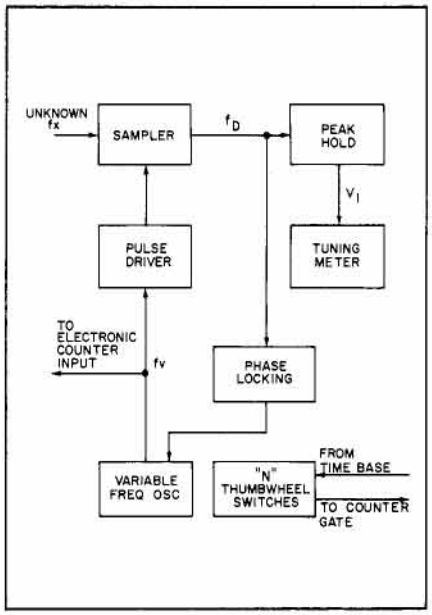

Figure 9. Frequency measurement with HP 5257A Transfer Oscillator using new transfer oscillator principle; counter measures sampling frequency of sampler.
The 5257A operates in a manner analogous to a stroboscope which uses a flashing lamp for measuring vibrational or rotary speeds. That is, if the 5257A variable frequency oscillator output frequency (Figure 9) is set to any sub-harmonic (N) of the unknown input frequency f_x, then V_z will be a dc voltage (otherwise it's ac) because the input waveform will be sampled at the same point each time the sampler is gated open. Thus, if we manually tune the VFO until $f_D = 0$ (indicated by tuning meter) and measure f_v with an electronic counter, the counter reading will be the frequency of some subharmonic of f_x. The frequency of f_x can then be determined by multiplying the counter reading by the harmonic number N. Dialing the number N into the thumbwheel switches on the 5257A performs this multiplication by extending the counter gate time by a factor of N. Since there is no offset frequency to add or subtract from the reading, the counter displays f_x directly. "Zero beats" occur at intervals of N f_v across the VFO dial. The VFO dial need only be used as an approximate indicator of VFO frequency since the electronic counter rapidly measures VFO frequency and displays up to 8 significant figures.